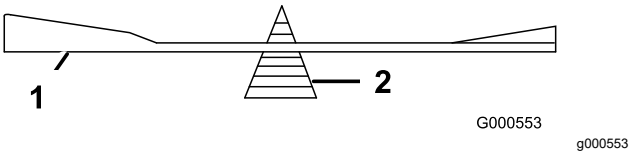

Figur 109
2. Kontrollera knivens balans med en knivbalanserare (Figur 109).